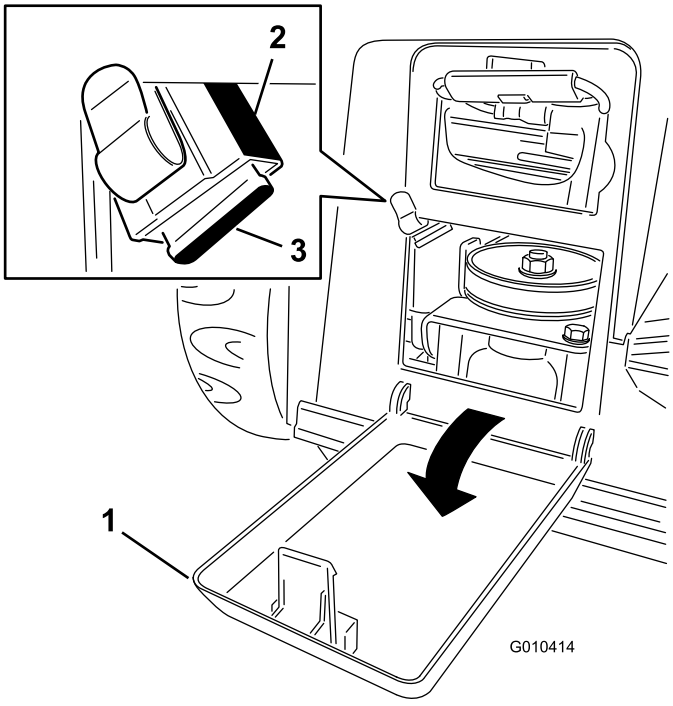

Bild 9
1. Öffnen Sie die Batterieabdeckung (Bild 9).
2. Die Sicherungsfassung befindet sich oben links an der Öffnung des Batteriefachs (Bild 9).